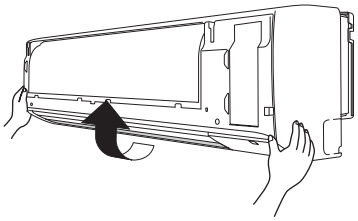

Fig. 3-16
(6) Ruotare la griglia in direzione della freccia e rimuoverla tirandola verso di sé. (Fig. 3-16)